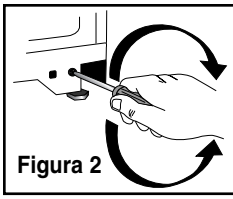

Figura 2
- Los modelos de refrigerador que cuentan con ruedas ajustables pueden ser nivelados retirando la rejilla inferior y ajustando las ruedas con una llave de ¼" o con un destornillador. (Vea la Figura 2).